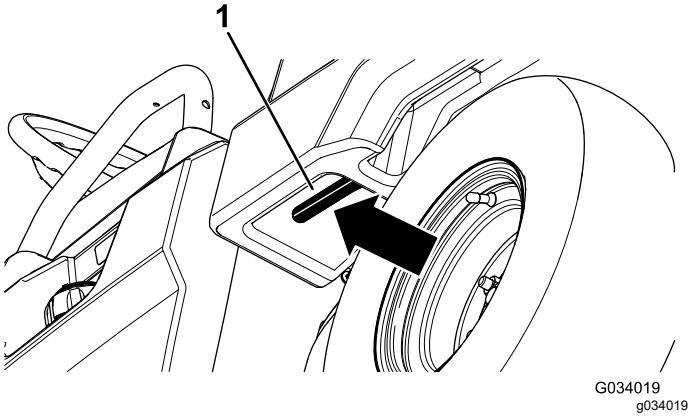

Figura 15
1. Tire hacia usted de la palanca situada a la izquierda, dentro de la plataforma de carga, y eleve la plataforma de carga (Figura 15).
1. Eleve ligeramente la plataforma de carga levantando la palanca de enganche (Figura 15).